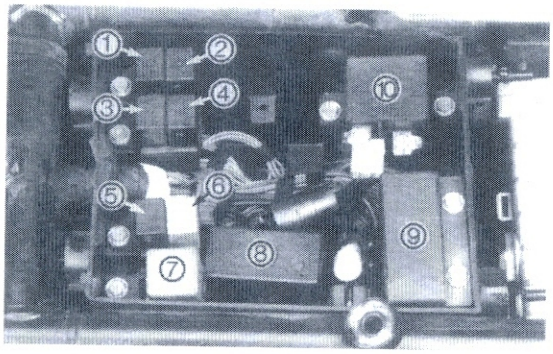

Bild 105
- Einbaulage des Starterrelais ⑩ Bild 105 im Elektrikkasten unter Tank.